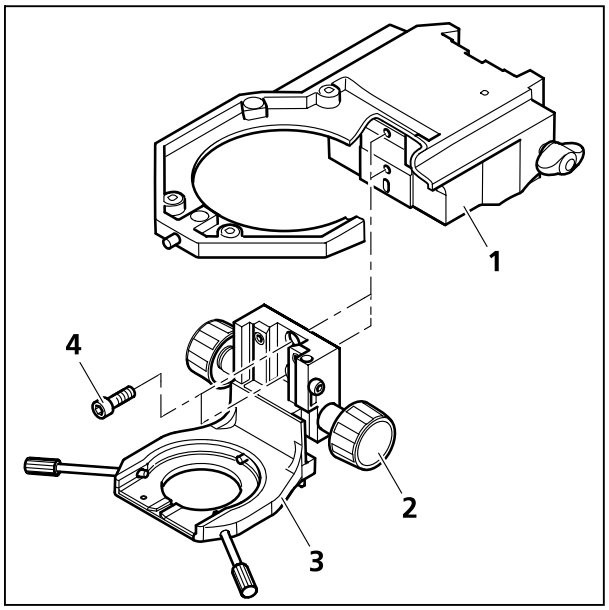

Bild 3-22 Kondensorträger montieren
- Die Führung des Kondensorträgers (Bild 3-22/**3**) mit dem Triebknopf (Bild 3-22/**2**) soweit verstellen, bis die beiden Schrauben (Bild 3-22/**4**) zugänglich sind.
- Kondensorträger an Tischträger (Bild 3-22/**1**) ansetzen, fest und gerade an den oberen Anschlag schieben und beide Schrauben festziehen.